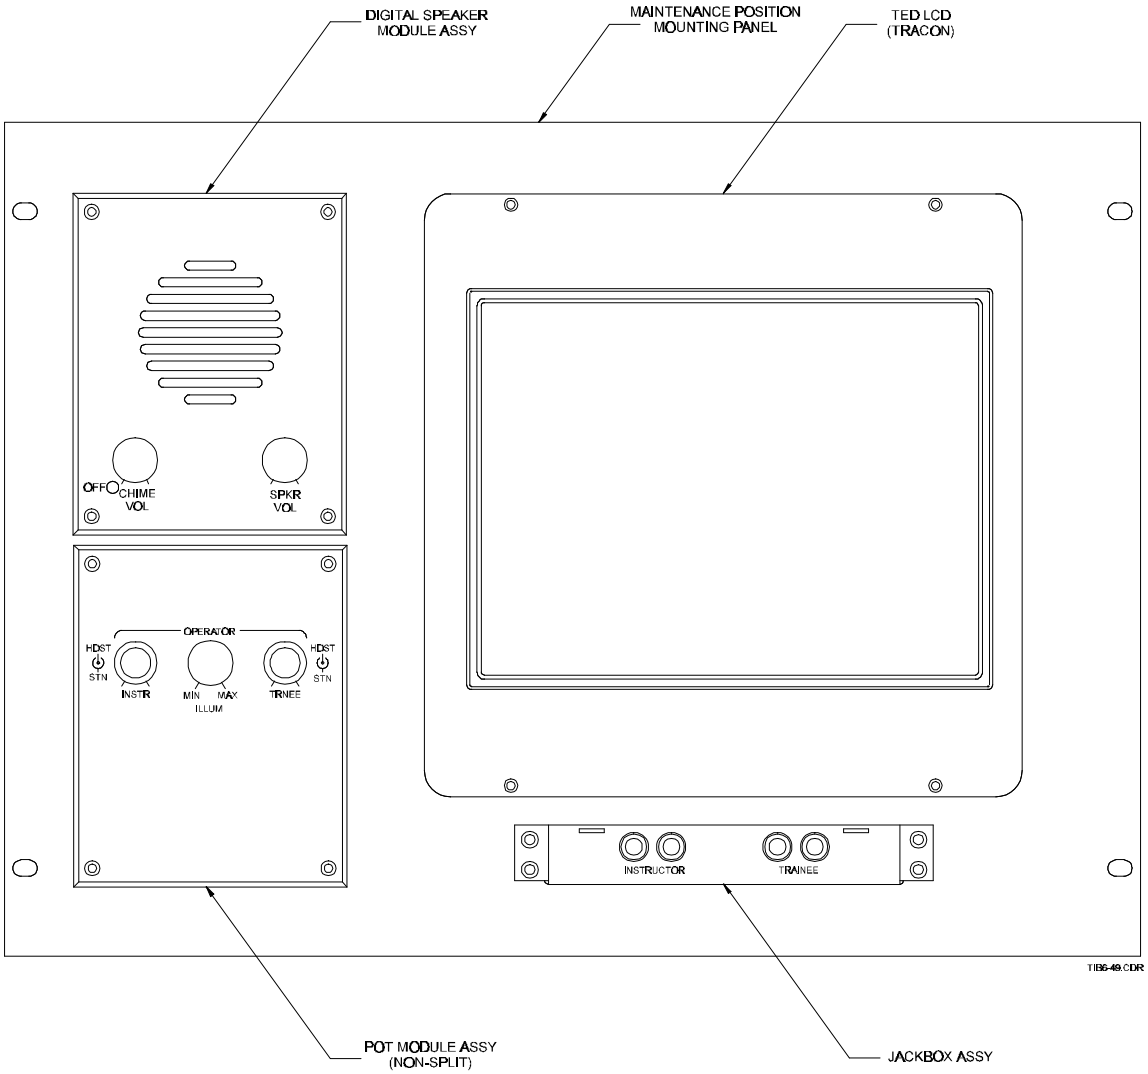

*Figure 6-49. Central Rack Maintenance Position Equipment (TRACON TED)*
To test a selected ETVS operator position, the maintenance diagnostics procedures presented herein basically utilize the following components of the ETVS: the SCT/MCT, the Central Rack maintenance position equipment, including the maintenance speaker, and the maintenance access unit. See **Figure 6-49** which identifies important operational features of the TED (TRACON) maintenance position equipment. The two procedures involved are referred to on the respective MCT Diagnostic dialog boxes as the “Position Monitoring Test” or the “Position Loopback Test.” Each of these names is displayed as titled above its associated diagnostics dialog box on the MCT screen. Both diagnostics procedures should be set up and performed at the MCT position, using the SCT to select “Maintenance Busy” mode for the position to be tested.
- Speaker (Speaker Module only, see **Figure 6-49**)